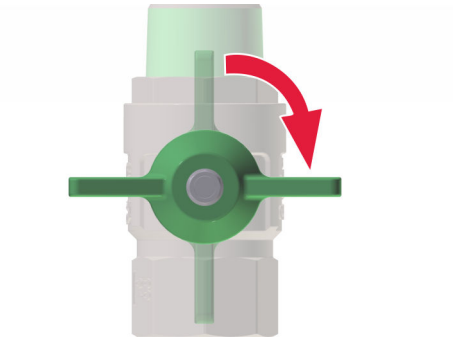

Fig. 25: Chiusura della valvola di arresto principale
1. Accertarsi che tutte le valvole di arresto principali (Fig. 25) e i rubinetti di riempimento/svuotamento siano chiusi.